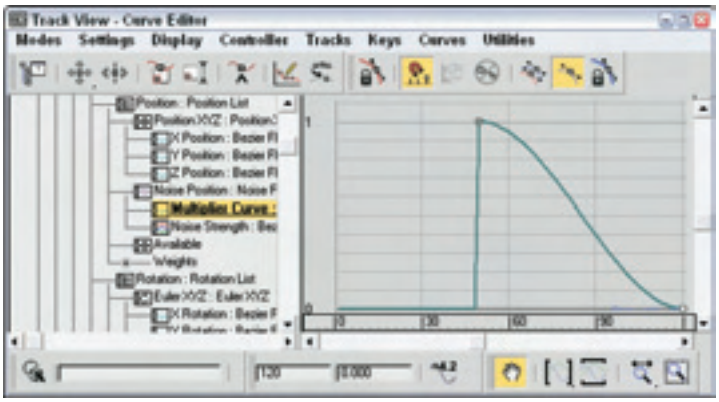

Figure 34-19: The Multiplier curve keeps the Noise track in check.
6. Select the Noise Position track, and choose Curves ➪ Apply-Multiplier Curve. Select the Multiplier curve track. Assign the first key a value of **0**. Change its Out tangent to Stepped so it holds its value until the next key. Click the Add Keys button, and add a key at frame 50 with a value of **1**. Move the last key to frame 120, and set a value of **0**. The Multiplier curve should now look like the curve in Figure 34-19. Select the Noise Position track.